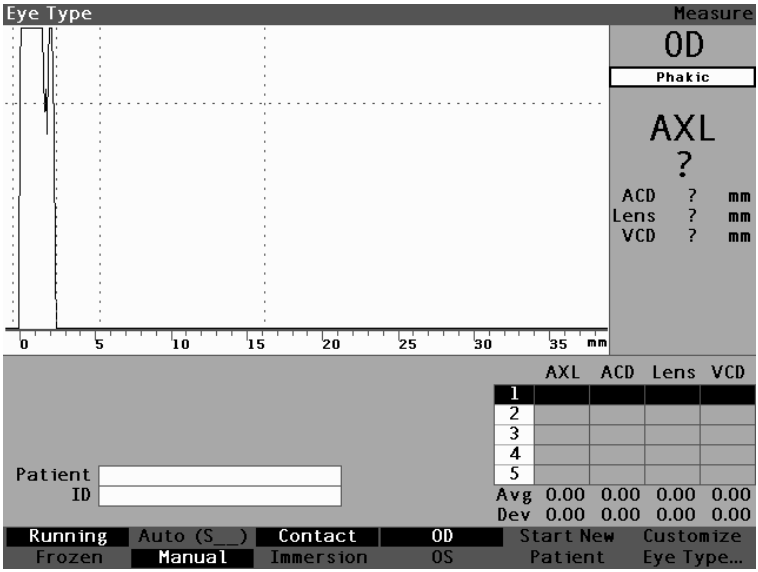

Figure 6-2 Eye Type Selected
1. Within the Measurement Screen, rotate the knob to select the eye type located at the top right side of the screen. Selection is indicated by a solid black border. (See Figure 6-2 below.)